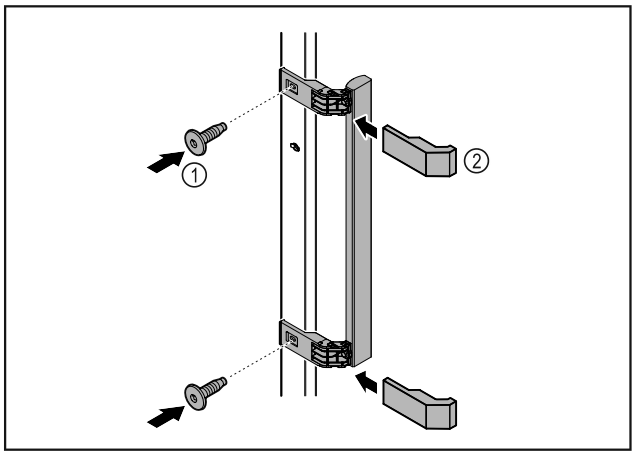

Fig. 4
▶ Meegeleverde greep met de meegeleverde schroeven *Fig. 4 (1)* op de deur aanbrengen.
▶ Afdekplaatje *Fig. 4 (2)* plaatsen.